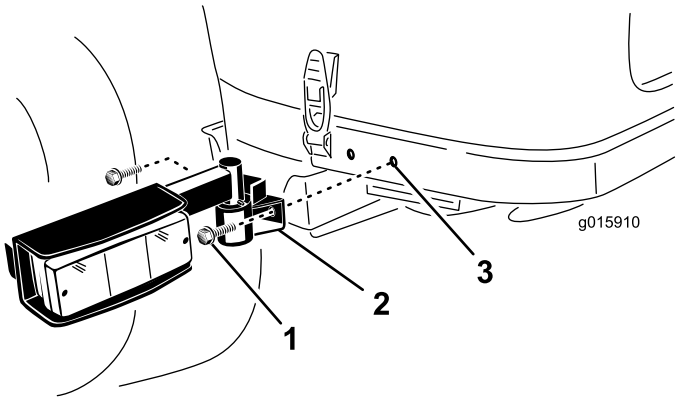

Figura 9
1. Servendovi dei fori di montaggio dietro i chiavistelli del cofano, fissate un gruppo fanale su ciascun lato del telaio posteriore con (2) viti a testa flangiata 3/8 x 3/4 poll. (Figura 9). Se sul telaio posteriore non sono presenti i due fori di montaggio, passate al punto successivo